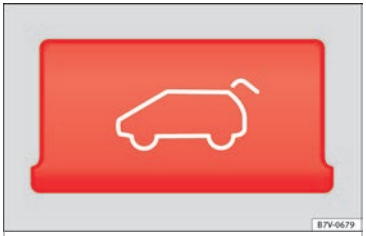

Fig. 52 Detailed view of the centre console: button for unlocking the rear lid
Press the button on the centre console ››› **Fig. 52**. The rear lid will be automatically opened.
- **OR:** press and hold the button on the centre console for approximately 1 second ››› **Fig. 52**.
- **OR:** press and hold the button on the centre console for approximately 1 second ››› Fig. 52.